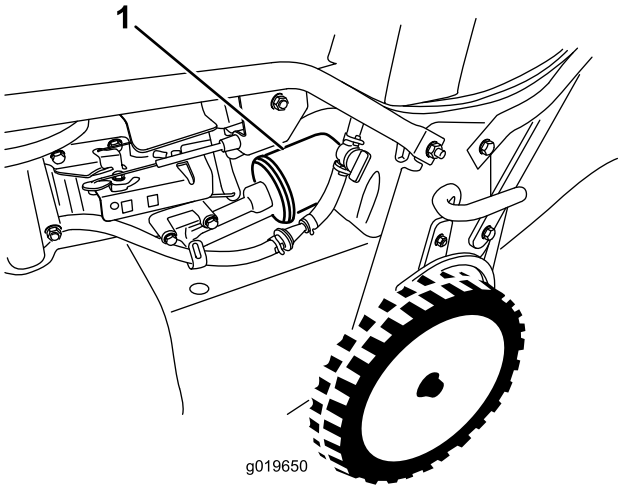

Figuur 24
6. Verwijder het oliefilter (Figuur 24).